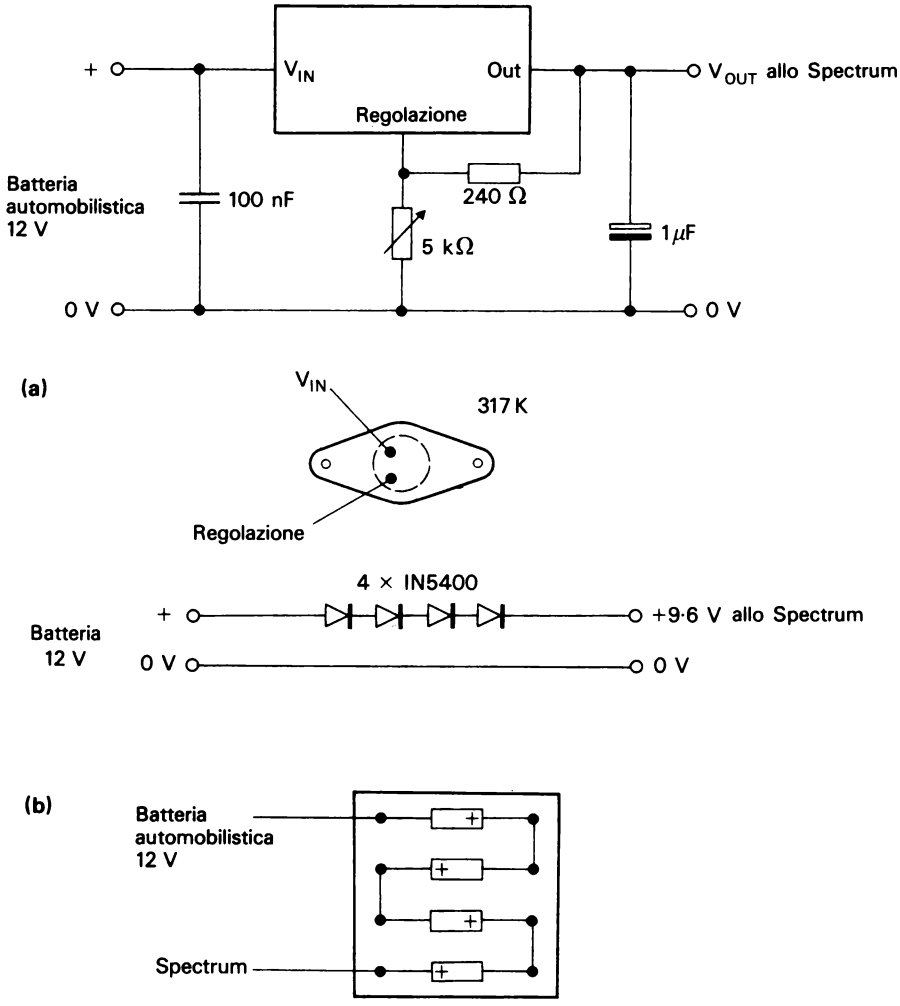

Figura 6.9 Alimentazione dello Spectrum da una batteria di automobile. (a) Con un regolatore modello 317K. (b) Usando quattro diodi per abbassare il voltaggio.
1. Sfruttare un regolatore a tensione d'uscita variabile (come il 317K) in grado di fornire fino a 1.5 A a tensioni di uscita comprese tra 1.2 e 37 V. Questo circuito richiede un minimo di componenti e può essere alimentato dalla batteria della macchina. Il suo schema elettrico è presentato in figura 6.9; ricordate di fornire il 317K di un idoneo dissipatore di alluminio per rimuovere il calore prodotto. Dovrebbe essere possibile usare anche regolatori variabili come il modello 78HG, ma non si può essere sicuri di ricavare da questi 9 V alimentandoli con una batteria da 12 V poiché generano cadute di tensione minime dell'ordine di 3V-4V.